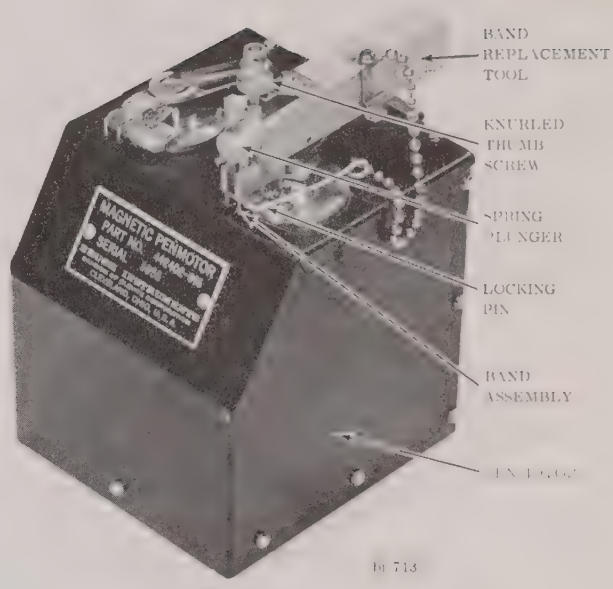

FIGURE 6-15 BAND REPLACEMENT TOOL 341409-915 INSTALLED ON PENMOTOR
4. Install band adjusting tool per Figure 6-15, securing knurled thumbscrew into drive arm bracket.